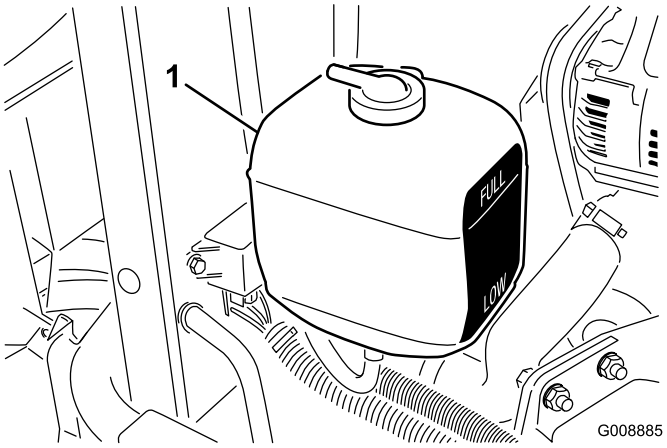

Figur 28
1. Kontroller kjølemiddelnivået i ekspansjonstanken (Figur 28). Når motoren er kald, skal kjølemiddelnivået være omtrent midt mellom merkene på siden av tanken.